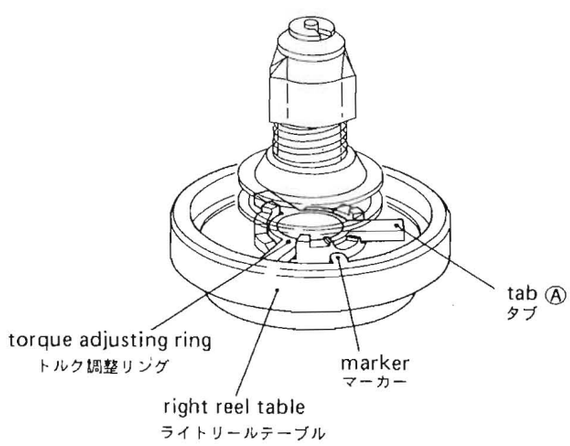

Fig. 5-6
3. If the take-up torque is still out of the limits, adjust the torque adjusting ring provided on the right reel table. The torque can be adjusted to three values as shown in Fig. 5-6. Turn the torque adjusting ring with the tab Ⓐ, pulling slightly upward, and place the tab on one of three stepped portions having pawls to fix the tab.